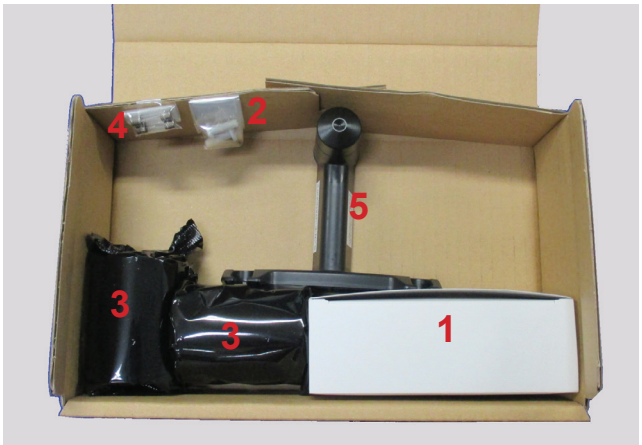
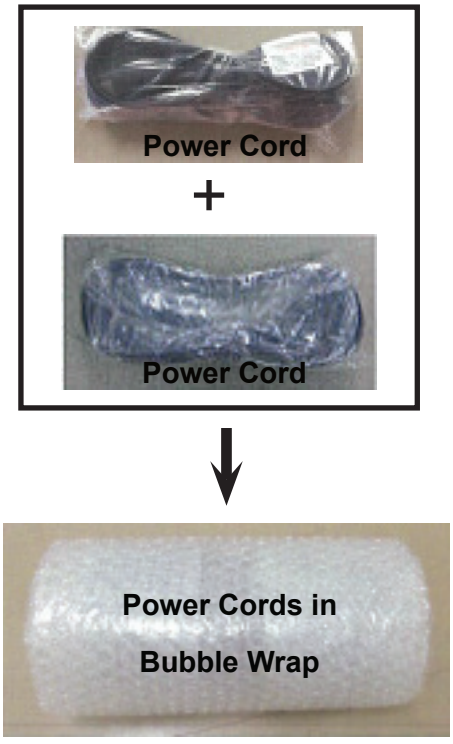

Figure IS-5. Accessories
Figure IS-5A. Power Cords
The items listed below should be included in the packaging container: (Refer to Figure IS-5.)
- Accessory Box (Refer to Figure IS-5)
2. Chinrest Paper Pins (2) (P/N 15170-004)
3. Spare Printer Paper (2) (P/N 16290-006)
4. Spare Fuses (2) (P/N 15170-006)
- Power Cords : (Refer to Figure IS-5A)